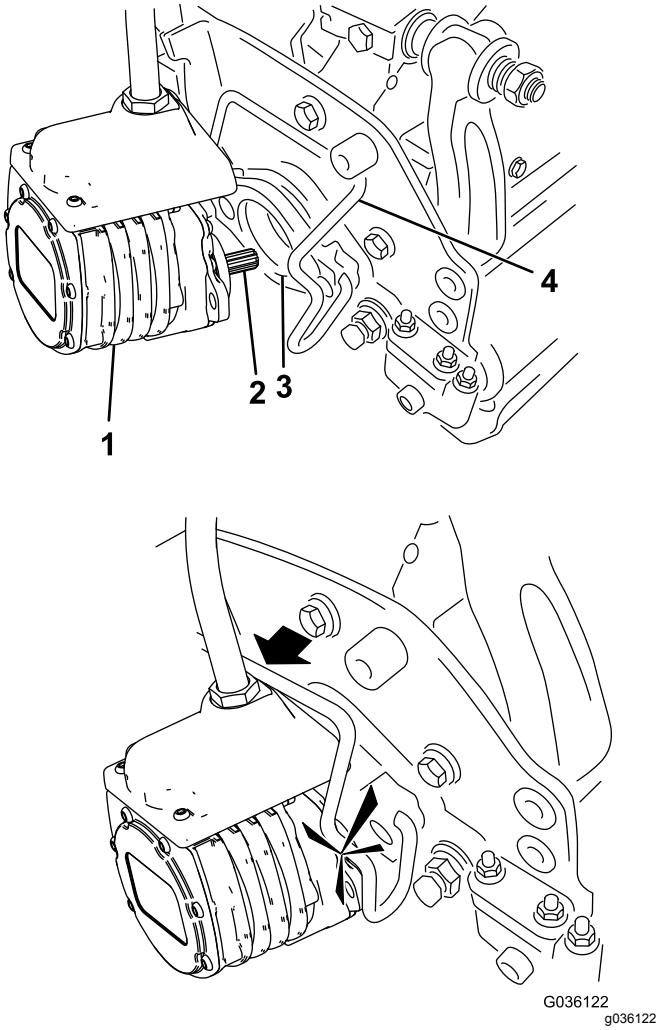

Figur 55
6. Dekk kileakselen i klippeenhetsmotoren med rent smørefett (Figur 55).
7. Sett motoren inn på klippeenhetens venstre side (fra brukerens synspunkt), og dra motorholdebøylen på klippeenheten mot motoren til du hører et "klikk" på begge sider (Figur 55).